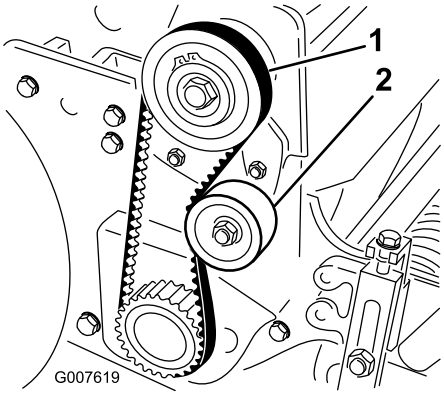

**Figur 39**
2. Kontrollera spänningen genom att trycka ned remmen mellan två skivor (Figur 39) med en kraft på 18 till 22 N. Remmen ska böjas ned 6 mm.
A. Lossa fästmuttern på mellanremskivan och sväng mellanremskivan medsols mot remmens baksida tills önskad remspänning erhålls (Figur 39).